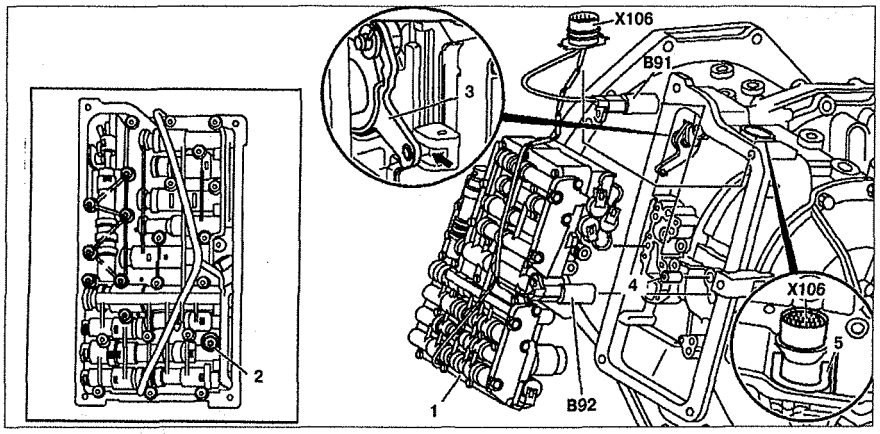

Рис. 6.59. Электрогидравлический блок управления (автомобили с двигателями 111, 601 и 611.980):
4. Отсоедините разъем **X106** (см.рис.6.59).